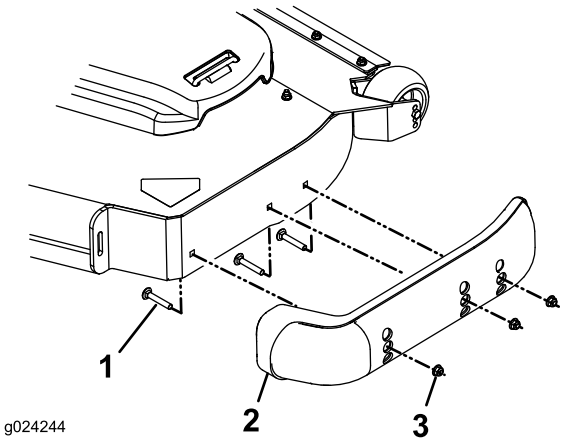

Figur 30
3. Fjern låseboltene og mutterne fra hver støtteplate (Figur 30).